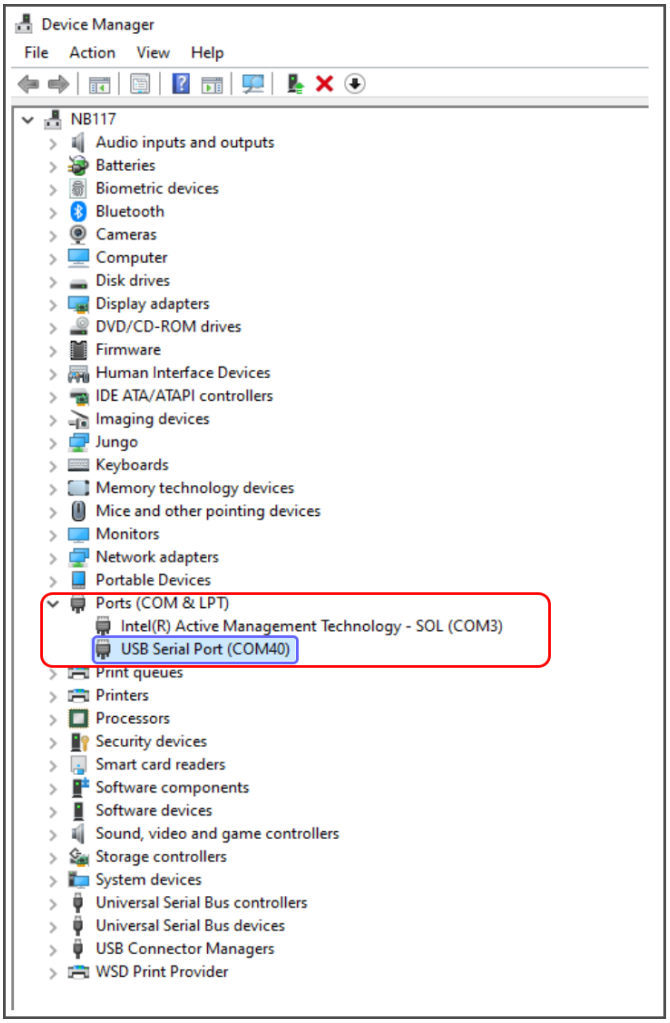
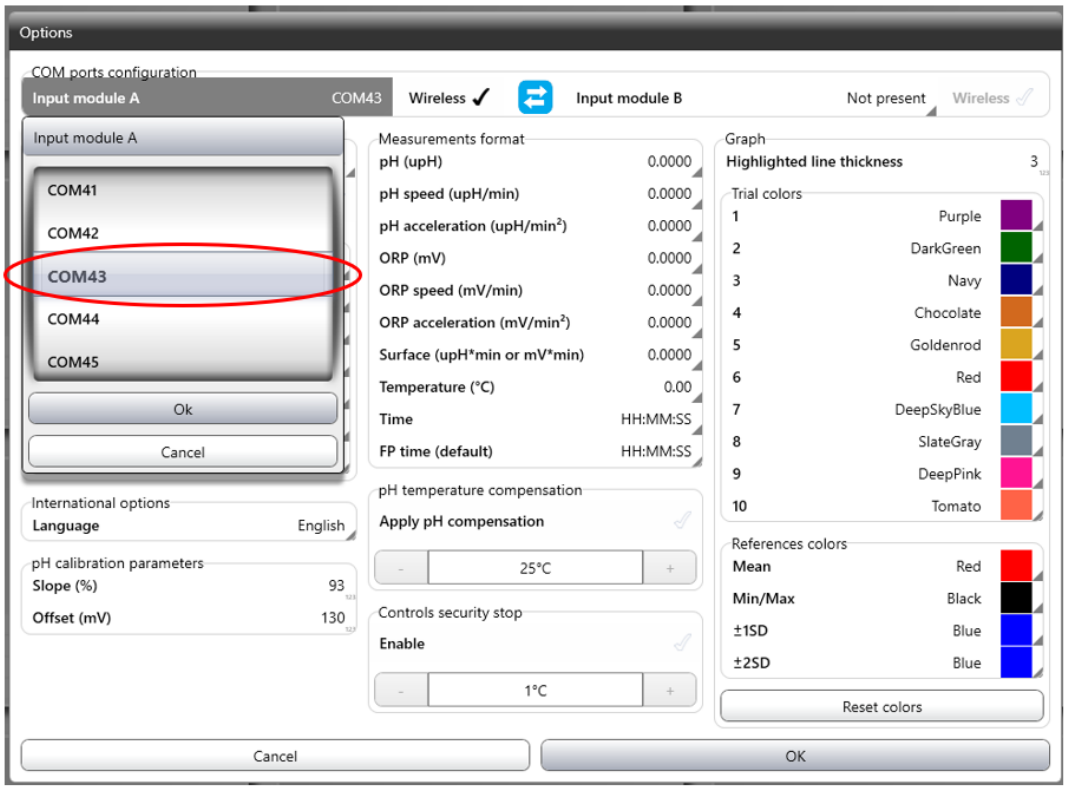

Figure 6: Device Manager COM Port.
Figure 9: COM port configuration view.
4) After installation, check the COM Port Used: Go in Control Panel > System / Device Manager / Ports (COM&LPT) as shown in Figure 6, encircled in red. USB Serial Port (COM***), is shown on the same figure- highlighted in blue.
Options; Input module A: Left click on COMxx, as shown in Figure 88; Select the COM port noted in Chapter 3.1 Figure 6 (in Figure 9 as an example it is selected the COM43).